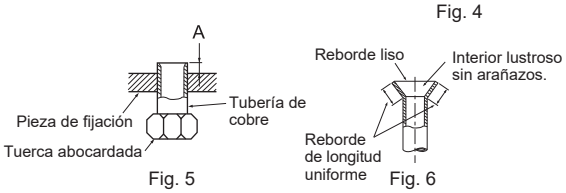

Fig. 5 Fig. 6
- Inserte la manguera de drenaje hasta llegar a la base del depósito de drenaje (conexión de la tubería). (Fig. 5)